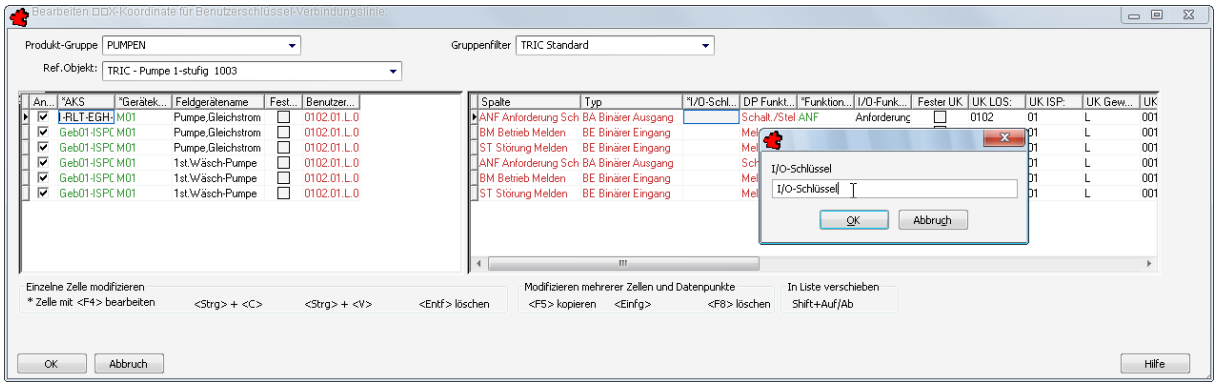

Bild 24.58 – Benutzerschlüssel im Dialogfeld *Globales Editieren*
- Der Dialog *Globales Editieren* erscheint mit den Benutzerschlüsseln (Abb. 24.58).